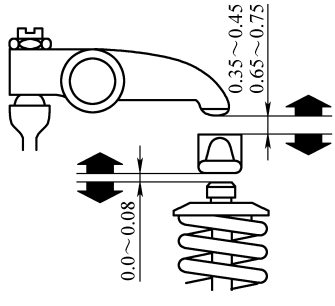

图 1-17　气门间隙的调整
① 在气缸处于压缩行程时，检查摇臂与气门轭之间的间隙。
② 松开锁紧螺母 B(图 1-17)。